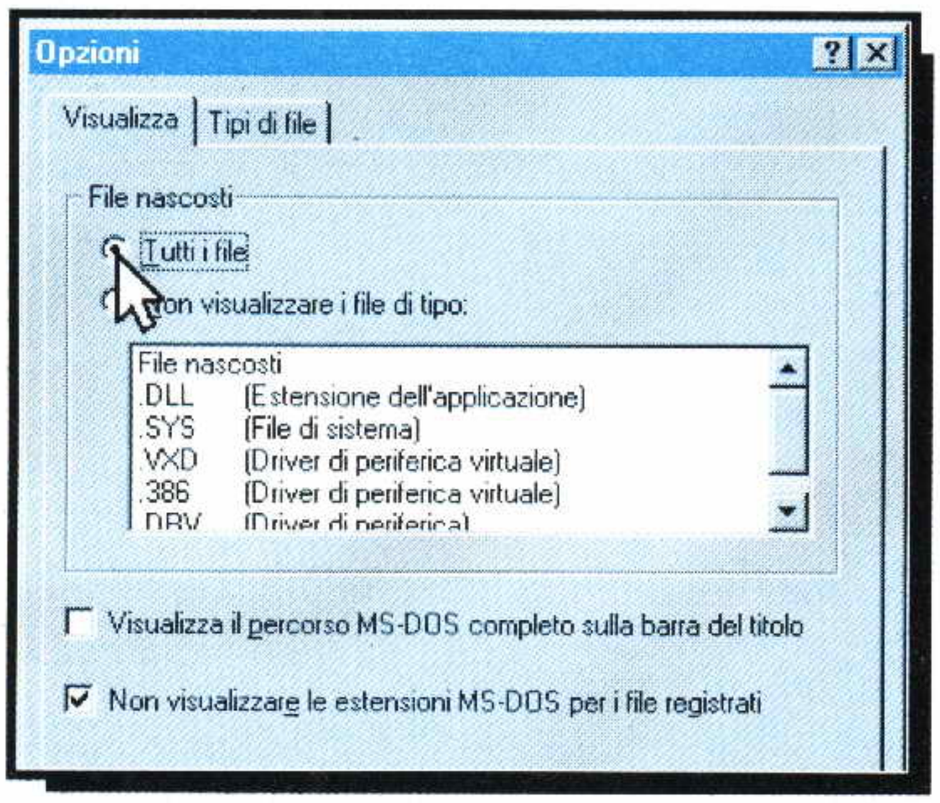

Fig. 5
– Nella finestra di dialogo che appare scegliete **Tutti i file** cliccando con il mouse sul cerchietto visibile in fig.5, poi portate il cursore sulla scritta **OK** e cliccate. Nella finestra a destra vedrete apparire tutti i file, compresi quelli **nascosti**.